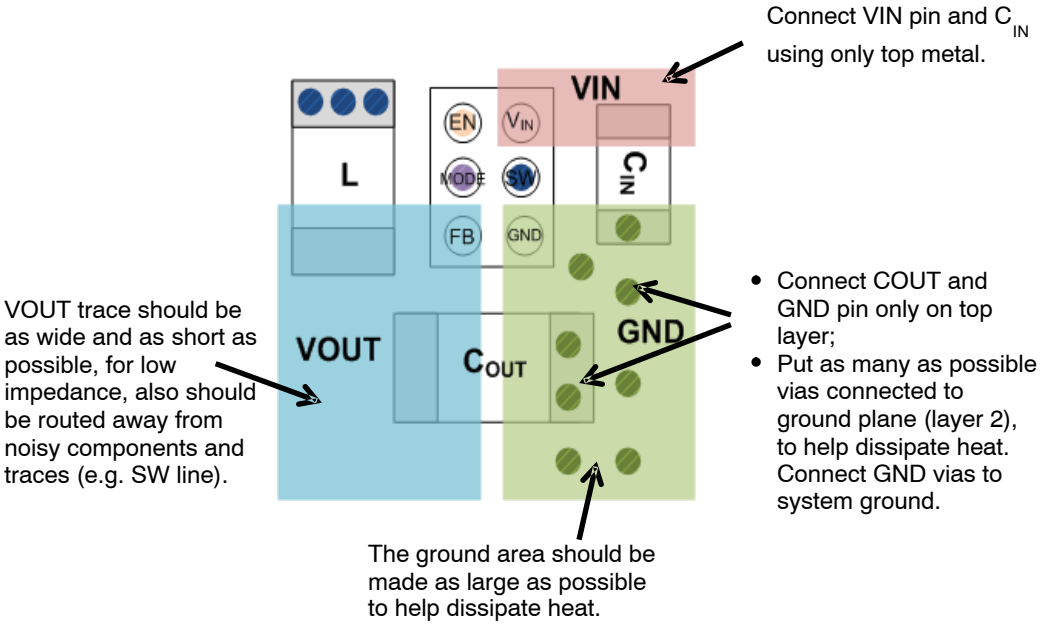

Figure 26. Top Layer
1. The input capacitor (C_{IN}) should be connected as close as possible to the VIN and GND pins. Connect to VIN and GND using only top metal. Do not route through vias *(see Figure 26.)*
2. Place the inductor (L) as close as possible to the IC. Use short wide traces for the main current paths.